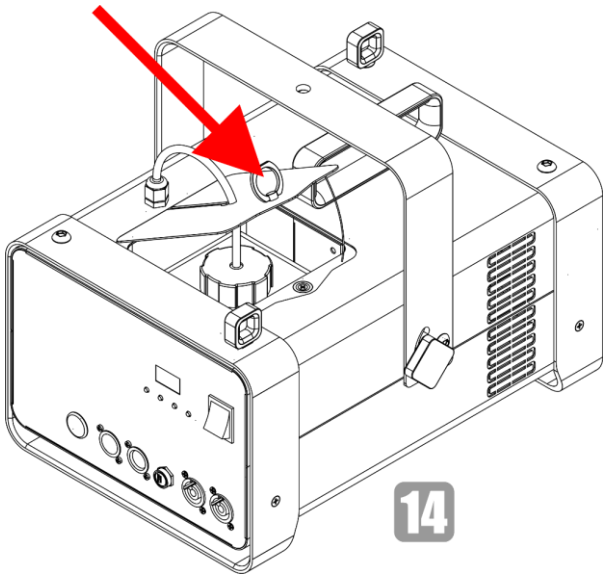

Fig. 20
14) Close the service lid, as shown in Fig. 20.